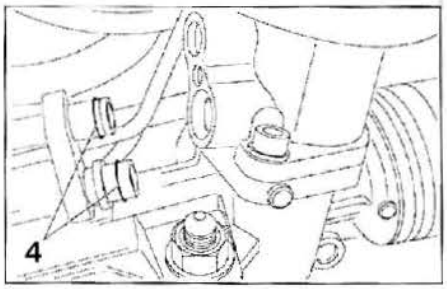

FIG. 20
• Colocar juntas (4) nuevas **(fig. 20)**.